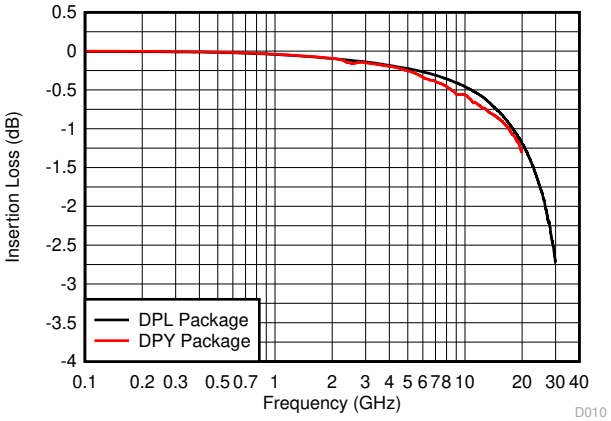

Figure 7-4. Insertion Loss
- Added curve for the DPY package to Figure 7-4 13